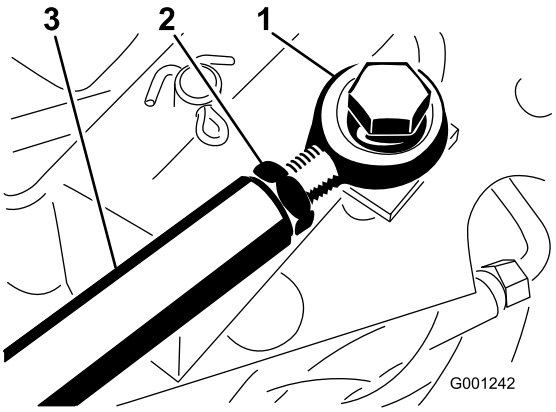

Figur 68
3. Hvis det er nødvendig med ytterligere justering, kan du justere trekkstaget (Figur 68) på følgende måte: